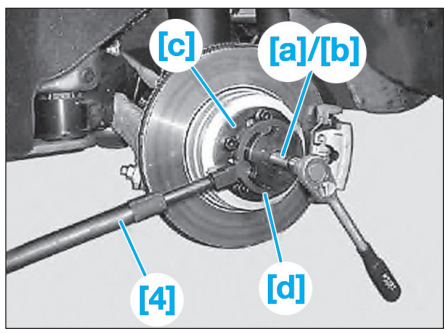

Fig. 12
- [1]. Dispositifs pour l'extraction et l'insertion du demi-arbre de roue dans le moyeu arrière (ref : 33 2 200) **(Fig.12)**.
- [4]. Rallonge (ref : 33 5 070) **(Fig.12)**.
• Visser les éléments [a], [b] et [c] des outils [1] ou [2] au moyeu avec tous les boulons de roue **(Fig.12)**.